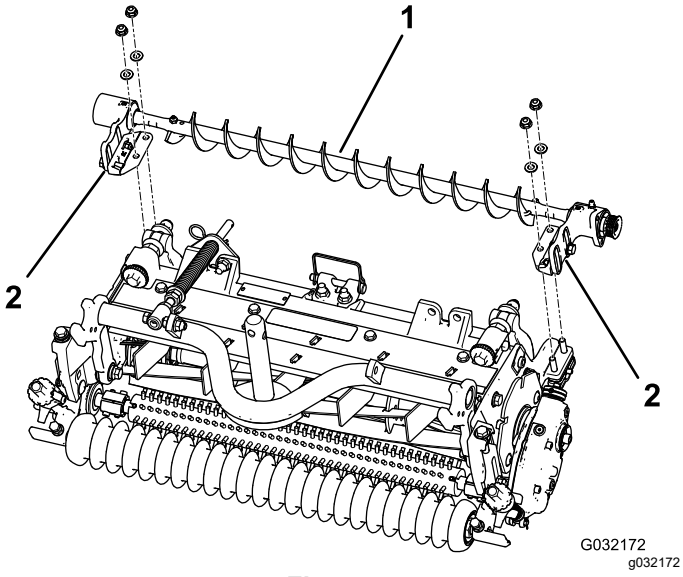

Figur 7
4. Placera vänster eller höger rullborstenhets monteringsfästen på rullfästets skruvar (Figur 7).